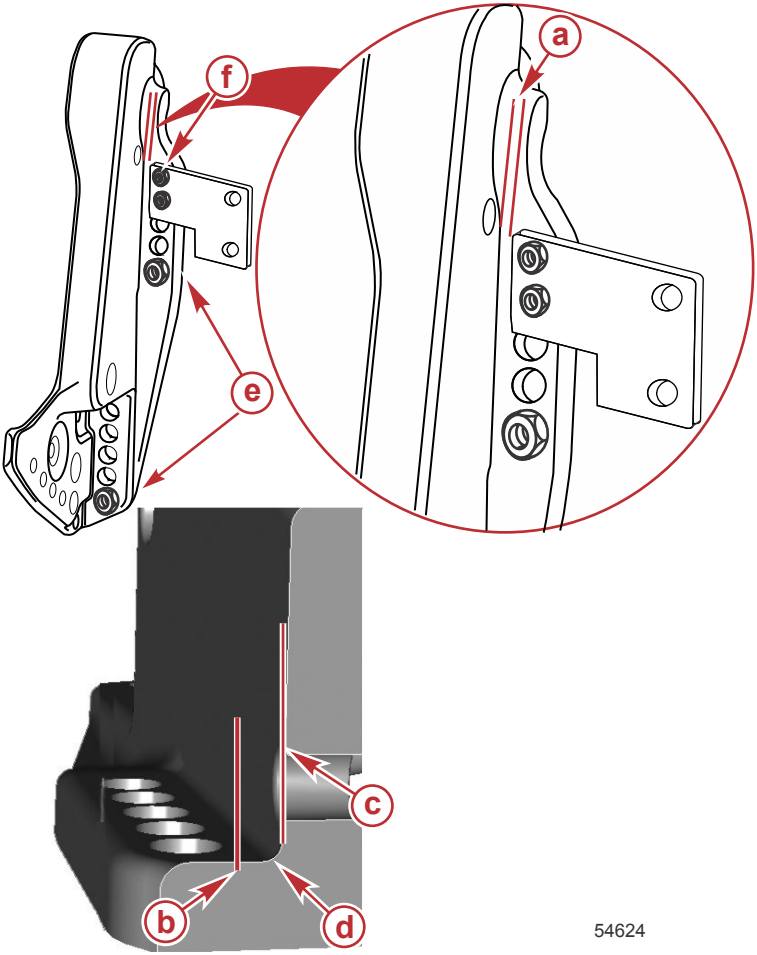

Abbildung 1
Nachdem der Motor entsprechend den Einbauanweisungen am Spiegel oder an der Hubplatte befestigt wurde, kann ein Zubehörteil wie in Abbildung 1 dargestellt unter Verwendung der nicht benutzten Schraubenbohrungen im Spiegelhalter angebracht werden.
- Die Installation darf nicht zu Behinderungen führen, wie beispielsweise eine Zubehörteil-Befestigungsplatte, die sich im Bewegungsradius des Spiegelhalters befindet. Siehe Abbildung 1.